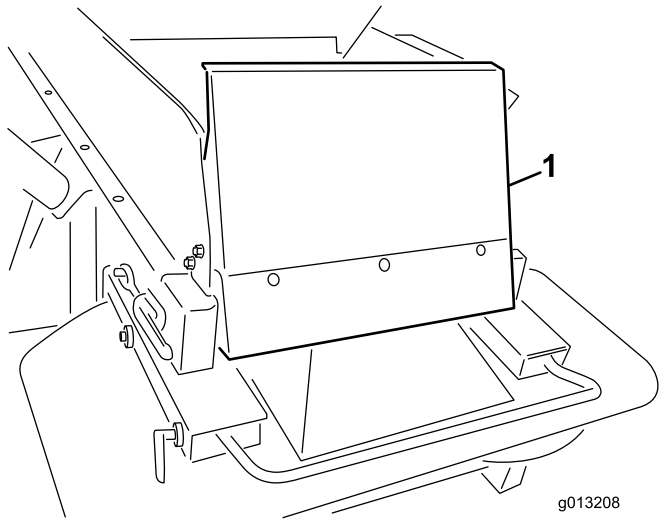

Figur 7
6. Montera trågskyddet med de medföljande 1/4 x 5/8-tumsskruvarna med runt huvud och nylonlåsmuttrarna (Figur 7).